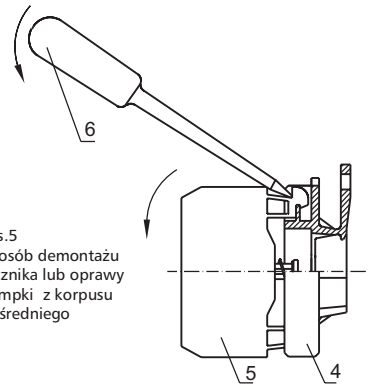

Rys.5
1) Łączniki (5) lub oprawę lampki odpiąć od korpusu pośredniego (4) poprzez umieszczenie wkrętaka płaskiego w zaczepie łącznika (5) lub oprawy lampki i poprzez naciśniecie wkrętaka i odgięcie łącznika lub oprawy lampki w dół. rys. 5.